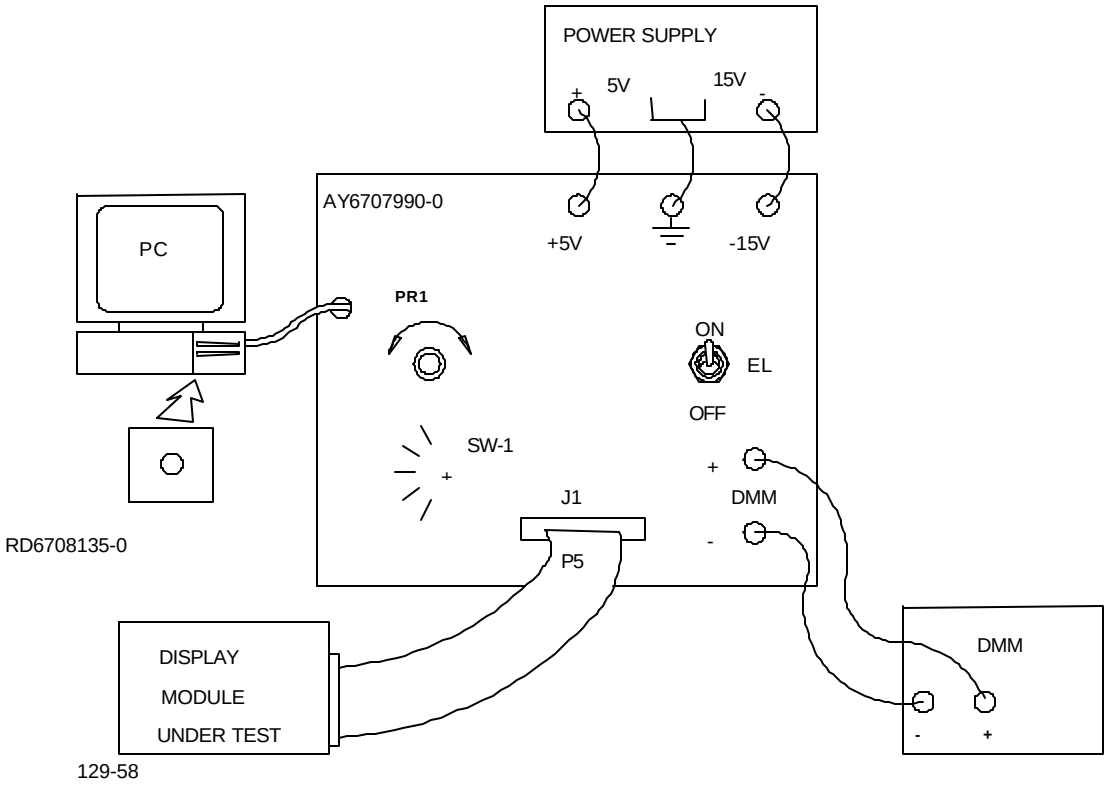
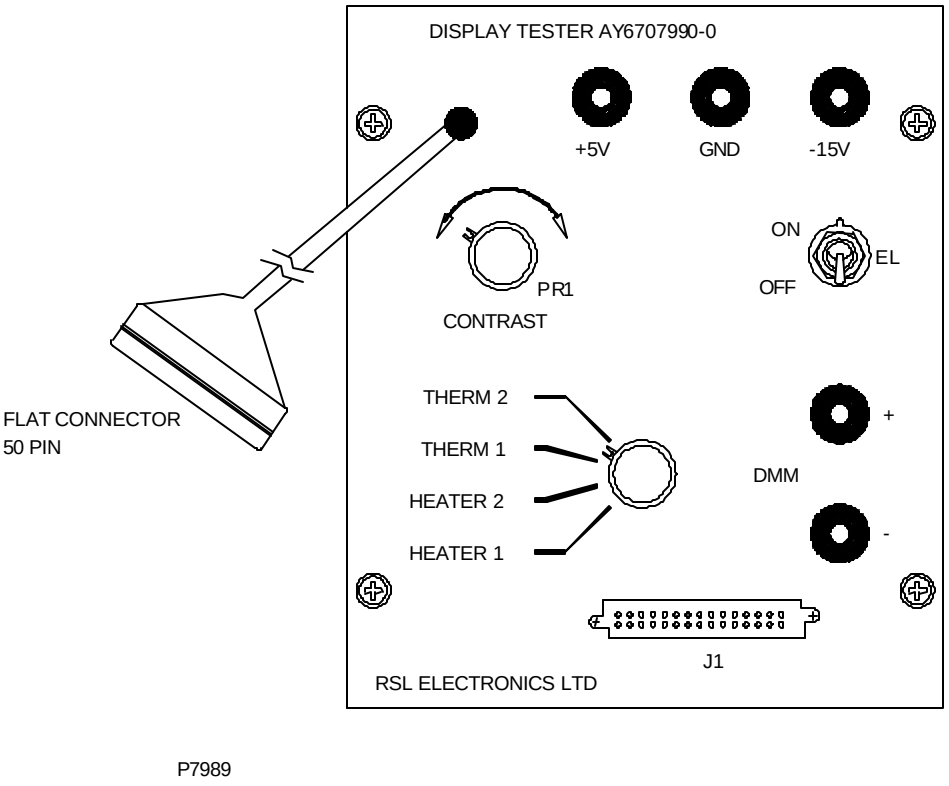

Figure 3-17. Display Module Test Set-up
Figure 3-18. Display Module Tester, P/N AY6707990-0
The functional test setup for the Display Module is as shown in **Figure 3-17. Figures 3-18 and 3-19** are detailed illustrations of the Display Module tester and its schematic. Perform functional test of Display Module as follows:
h. Connect RSL Display Tester (P/N AY6707990-0) and computer as shown in **Figure 3-17**.